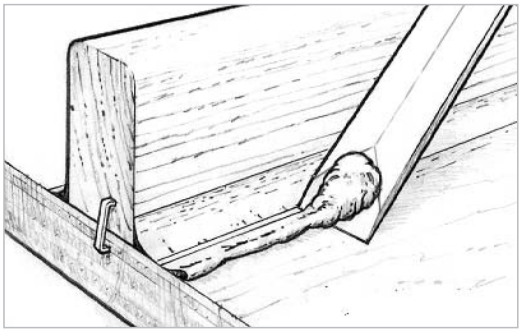

Figure 9-13 *Clean up remaining excess epoxy outside of the clean margin before it cures.*
3. Clean up the remaining excess material outside of the margin by using a sharpened mixing stick or a putty knife *(Figure 9-13)*. Fiberglass cloth or tape may be applied over the fillet area before the fillet has cured (or after the fillet is cured and sanded).